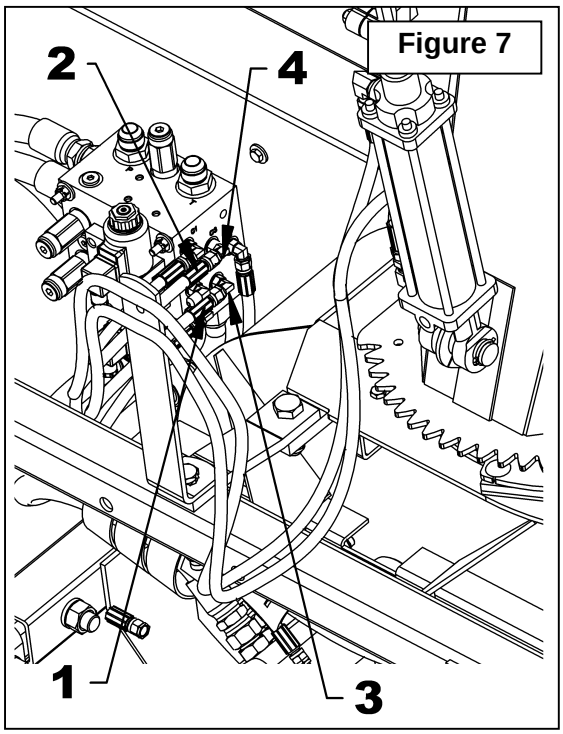

Figure 7
8. **Figure 7:** Connect each hose female end (items 1-2) to hydraulic block 90° elbows (items 3-4) making sure to connect cylinder rod hose to the "C4" hydraulic block port.